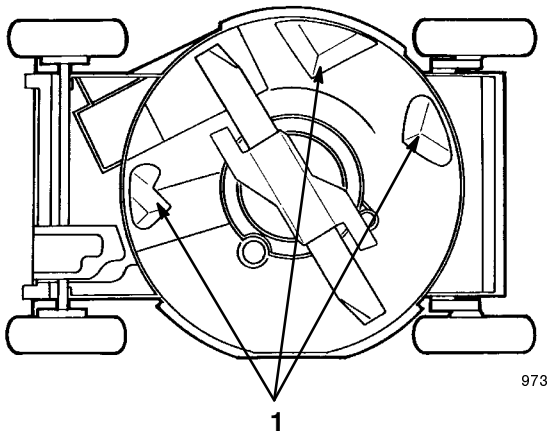

Bild 21
Halten Sie, um die beste Leistung sicherzustellen, die Unterseite des Schneidwerks immer sauber. Achten Sie besonders darauf, die Kicker sauber zu halten (Bild 21).
3. Kippen Sie den Rasenmäher auf seine **linke** Seite (Luftfilter hoch) (Bild 21).